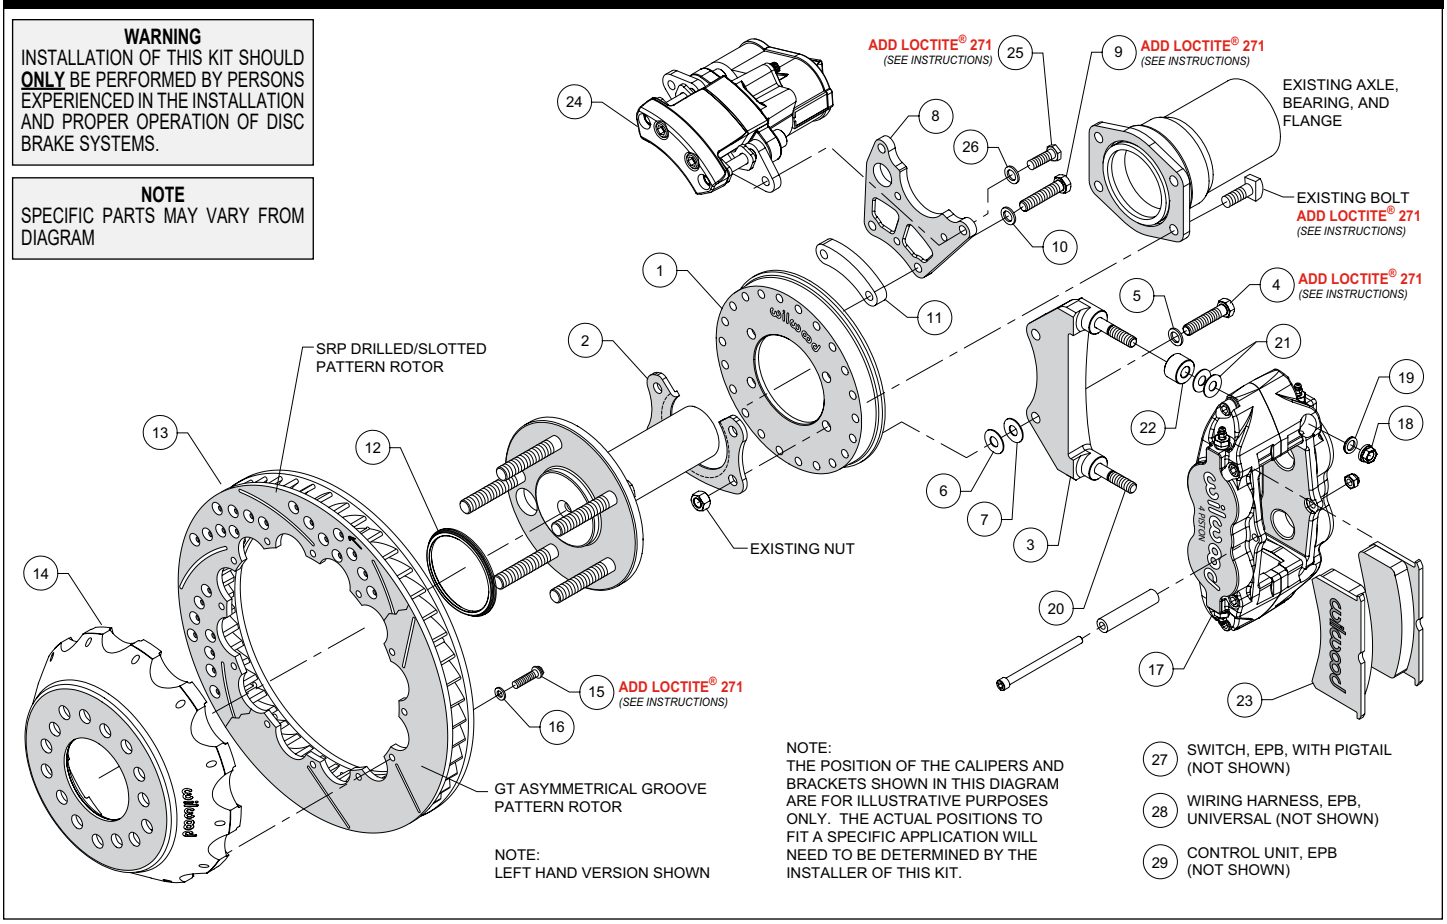
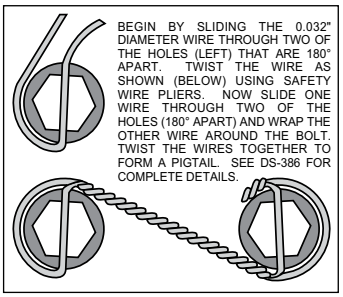

Figure 1. Typical Installation Configuration
Figure 5. Safety Wire Diagram
(numbers in parenthesis refer to the parts list, and Figure 1 on the preceding pages):
•Orient the backing plate (1) as shown in Figure 1 and Photo 1, and slide it onto the axle housing flange. Ensure the backing plate fits flush against the axle housing flange. Reinstall the axle into the axle housing.
•Install the bearing retainer (2) with the opening pointing upward and the lip facing inward (toward the bearing), as shown in Figures 1 and 4, and Photo 2. Secure retainer and backing plate to the axle housing flange using the Original Equipment Manufacturer (OEM) bolts and nuts, Figure 1 and Photo 3. Apply red *Loctite*® 271 to the OEM bolt threads and torque to OEM specifications.
•Start by determining the best location for the service caliper (17). This caliper is usually mounted in the 3:00 or 9:00 o'clock position, but may be rotated up or down approximately 45 degrees and still allow for proper bleeding, Photo 4. Orient the service caliper bracket (3) as shown in Figure 1 and Photo 5, and install to the backing plate (1) in the desired location using bolts (4) and washers (5). Temporarily tighten bolts. Next, mount the service caliper onto the bracket. Mount the service caliper using lock nuts (18) and washers (19), Figure 1. Temporarily tighten the lock nuts. Check that the caliper (including inlet fitting and hose) has sufficient clearance to all surrounding components through the full suspension travel. Relocate the caliper/bracket on the backing plate as needed to ensure proper clearance is achieved.
•Determine the best location for the EPB caliper (24). ***NOTE:*** *The EPB caliper motor extends farther inboard than the service caliper and therefore needs additional consideration when determining a mounting location with sufficient clearance.* In the example application shown in Photo 6, the EPB caliper has sufficient inboard clearance to the leaf spring. However, if the EPB caliper were mounted closer to the 12:00 o'clock position, the inner body of the vehicle would hit the caliper during full compression of the suspension.
•Orient the EPB caliper bracket (8) as shown in Figure 1 and Photo 7, and install to the backing plate (1) in the desired location using bolts (9), washers (10), and spacer (11). Temporarily tighten bolts. ***NOTE:*** *The EPB bracket is reversible. In one direction the bracket will position the EPB caliper closer to the service caliper, and vice versa if reversing the bracket.* Next, mount the EPB caliper (24) to the bracket using bolts (25) and washers (26). Temporarily tighten bolts. ***NOTE:*** *EPB calipers are Left and Right handed, however they can be used on either side of the vehicle to best suit your specific application.* Check that the EPB caliper (including wiring harness connector) has sufficient clearance to all surrounding components through the full suspension travel. Relocate the EPB caliper/bracket on the backing plate as needed to ensure proper clearance is achieved.
•Orient the rotor (13) and the hat (14) as shown in Figure 1 and Photo 8. Attach rotor to hat using bolts (15) and washers (16). Apply red *Loctite*® 271 to the bolt threads and torque to 155 **in-lb** using a criss-cross pattern. For an added measure of security, the bolts may be safety wired using standard 0.032 inch diameter stainless steel safety wire as shown in Figure 5. Please refer to Wilwood's data sheet DS-386 (available at www.wilwood.com/Pdf/DataSheets/ds386.pdf) for complete safety wire installation instructions.
•Slide the rotor registration adapter (12) onto the register on the axle flange with the smaller O.D. facing toward the rotor/hat (13 and 14), Photo 9.
•Initially place two .035" thick shims (21) and one spacer (22) on each stud of the service caliper bracket (3) as shown in Figure 1 and Photo 10. Mount the caliper onto the bracket using lock nuts (18) and washers (19), Figure 1. Temporarily tighten the lock nuts and view the rotor through the top opening of the caliper. The rotor should be centered in the caliper, Photo 11. If not, adjust by adding or subtracting shims (6 and/or 7)) between the service caliper bracket (3) and the backing plate (1). Always use the same amount of shims on each of the two mounting bolts. Once the caliper alignment is correct, remove the bracket mounting bolts (4) one at a time, apply red *Loctite*® 271 to the threads, and torque bolts to 35 ft-lb.
•Remove the caliper center bridge pad retainer bolt, nut, and tube from the caliper. Insert the brake pads (23) into the caliper, with the friction material facing the rotor, as shown in Photo 12. Check that the top of the brake pad is flush with the outside diameter of the rotor, Photo 13. If not, adjust by adding or subtracting shims (21) between the caliper (17) and the service caliper bracket (3). After the caliper pad height is set, torque the caliper lock nuts (18) to 30 ft-lb. Secure the brake pads in place with the center bridge pad retainer tube, bolt, and locknut, Photo 14. The locknut should be snug without play in the bolt or tube. Be cautious not to over tighten.
•Mount the EPB caliper (24) onto the caliper mounting bracket (8) using bolts (25) and washers (26), Figure 1. Apply red *Loctite*® 271 to bolt threads, and torque to 30 ft-lb.
•***NOTE**: The service caliper (17) in this brake kit utilizes a 1/8-27 NPT pipe thread inlet. OEM rubber brake hoses generally cannot be adapted to Wilwood calipers.* The preferred method is to use steel adapter fittings at the caliper, either straight, 45 or 90 degree (use PTFE tape on pipe threads of adapter fitting for proper sealing to caliper) and enough steel braided line to allow for full suspension travel. **Carefully route hoses to prevent contact with moving suspension, brake or wheel components.** ***NOTE:** Wilwood hose kits are designed for use in many different vehicle applications and it is the installer's responsibility to properly route and ensure adequate clearance and retention for brake hose components.* Wilwood offers universal brake flex line hose kits, domestic (3/8-24 IF) chassis fittings, order: